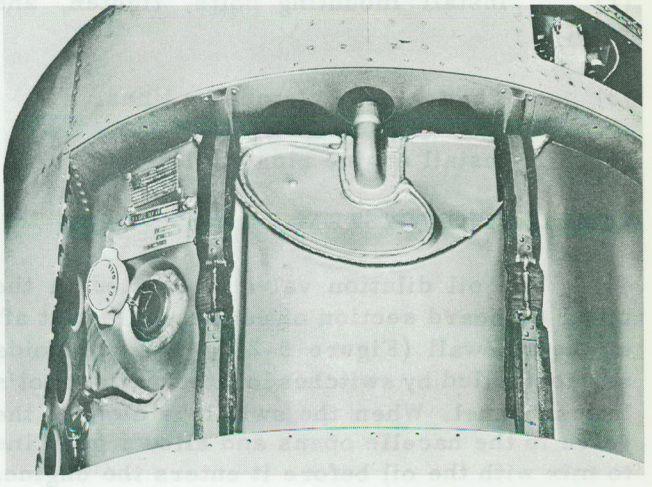

Figure 5-28 Oil Tank Installation
(1) Lower tank into well (Figure 5-28).
(2) Install tank retaining straps. Make sure padding is placed between straps and tank.
(3) Attach bonding links.
(4) Connect all piping.